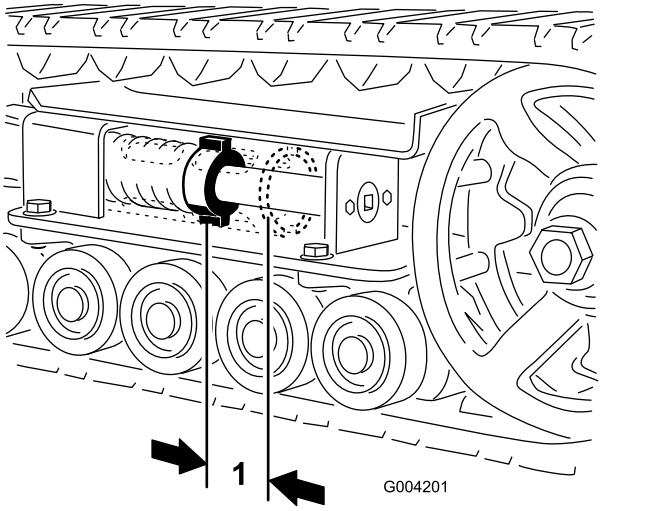

Rysunek 44
Odległość między nakrętką naprężającą a tylną stroną rury napinacza powinna wynosić 7 cm (Rysunek 44). Jeżeli tak nie jest, należy skorygować napięcie gąsienicy w następujący sposób:
5. Używając klucza grzechotkowego 1½ cala obracaj śrubę napinającą w lewo, aż odległość między nakrętką napinającą a tylną stroną rury napinacza (Rysunek 44) wyniesie 7 cm.
12. Obracaj śrubę napinającą w lewo, aż odległość między nakrętką napinającą a tylną stroną rury napinacza (Rysunek 44) wyniesie 7 cm.
18. Obracaj śrubę napinającą w lewo, aż odległość między nakrętką napinającą a tylną stroną rury napinacza (Rysunek 44) wyniesie 7 cm.